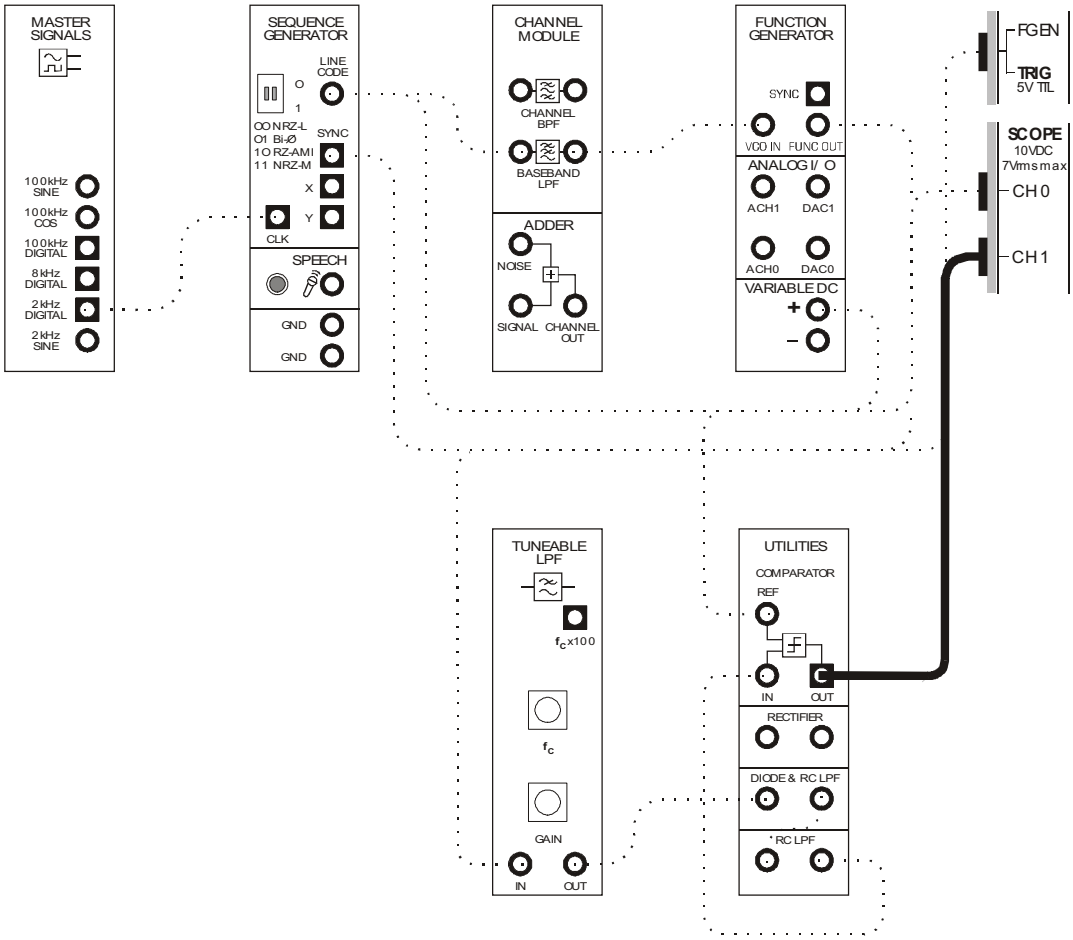

Figure 9
47. Change the scope's Channel 1 connection to the set-up as shown in Figure 9 below.